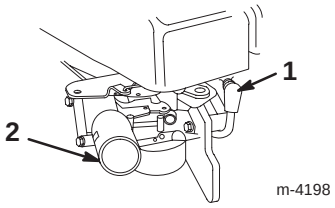

Bild 9
1. Stecken Sie den Zündkerzenstecker wieder auf die Zündkerze auf (Bild 9).
2. Drücken Sie die Starthilfe dreimal, wobei Sie zwischen jedem Drücken eine Sekunde verstreichen lassen sollten (Bild 9).